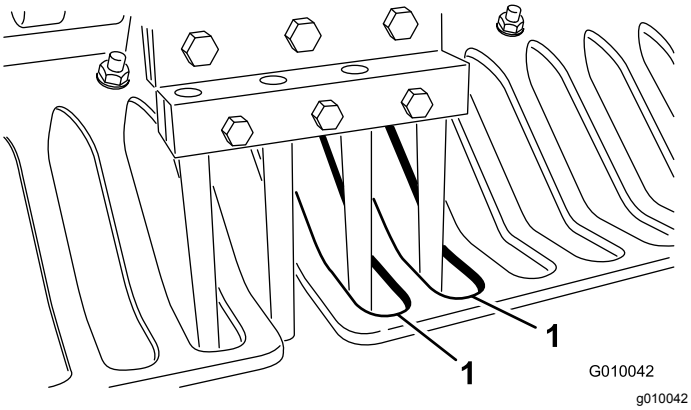

Figur 28
7. Kontroller at pipene står rett i forhold til midten på verneplatenes mellomrom (Figur 28). Juster verneplatene som nødvendig og stram til mutterne.